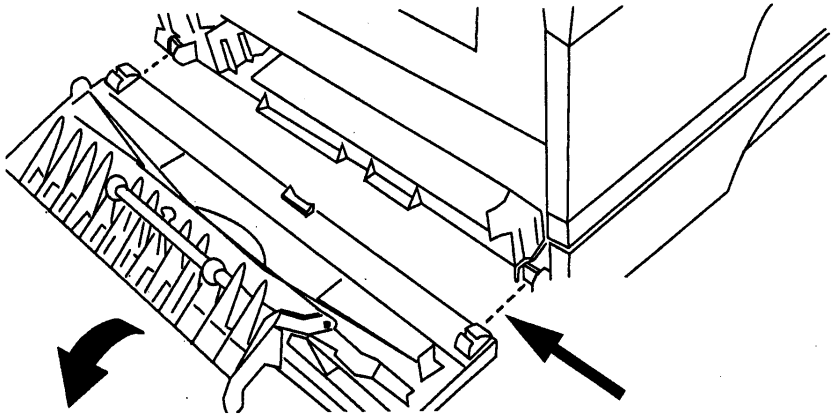

Рис. 2. Демонтаж дверцы доступа лотка 2.
3. Снимите дверцу доступа лотка 2 (Рис. 2).